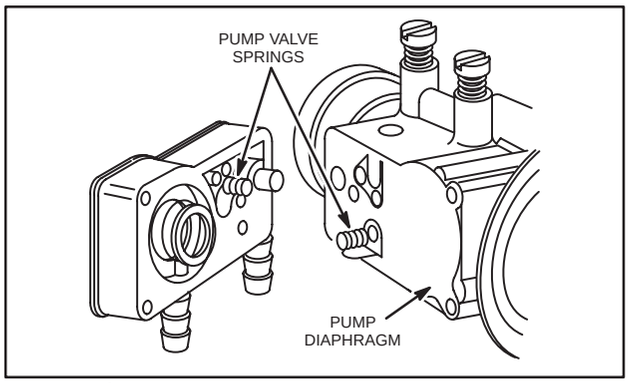

Fig. 290 – PUMP SPRING LOCATION (VALVE FLAP BENT DOWN FOR CLARITY)
3. Install one (1) flapper valve spring on spring boss, Fig. 290, and then place diaphragm on carburetor.
4. Place a pump valve spring on spring boss in pump body, Fig. 290, and place pump body on carburetor.